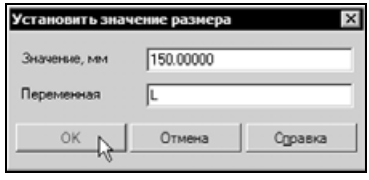

Рис. 5.153
- Дайте горизонтальному размеру 150 имя переменной. Для этого выполните двойной щелчок мышью на его размерной надписи и в поле **Переменная** введите имя переменной L (рис. 5.153). Величину размера оставьте без изменений.